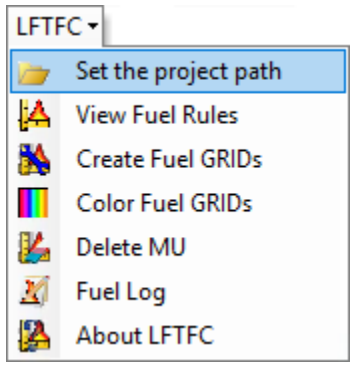

Figure 6-2. *Set project directory by using the drop-down menu and selecting* ***Set the project path****.*
- First, use the LFTFC toolbar to set your working directory by clicking on **Set the project path** as shown below (Figure 6-2).